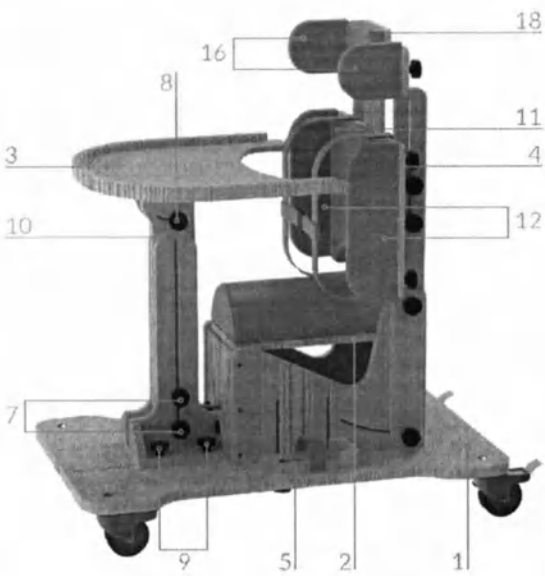

Рис. 2 – Общий вид опоры
Опора (рис. 2) состоит из основания (1) на колёсах, к которому крепятся сиденье (2) и столик (3). К сиденью (2) крепится спинка (4). Каждое колесо снабжено тормозом для фиксации опоры на одном месте.
Столик (рис. 2)
Основание (рис. 2 и 3)
Спинка (рис. 2 и 4)
Сиденье (рис. 2 и 4)